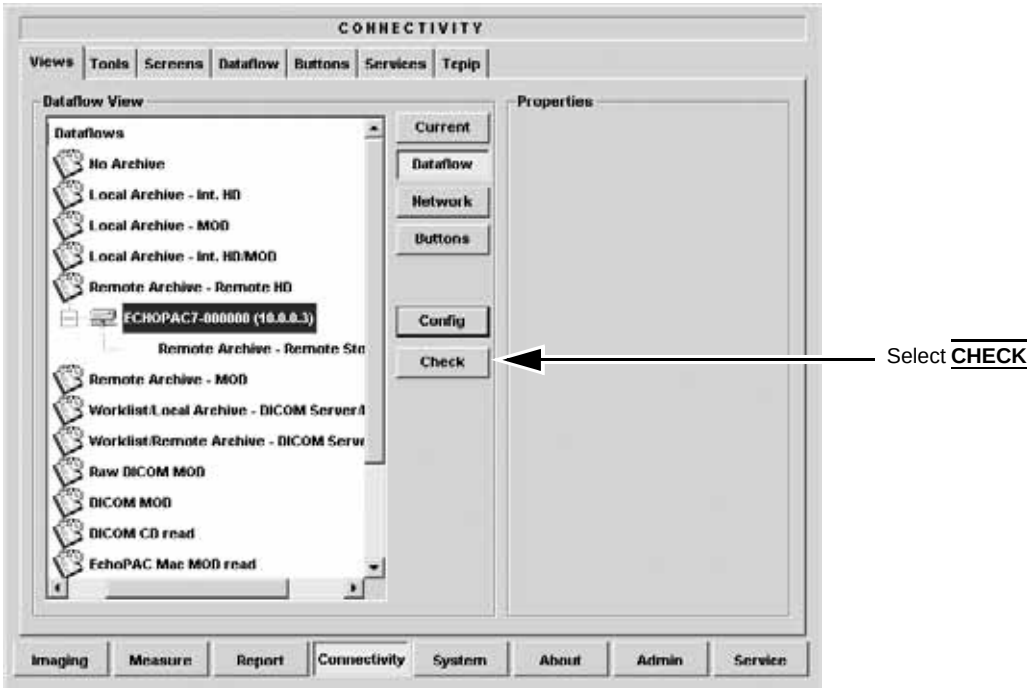

Figure 3-122 Verify dataflow connection
7.) Select **CHECK**, see Figure 3-122, to verify if there is a connection between the ultrasound unit and the EchoPAC PC Workstation.